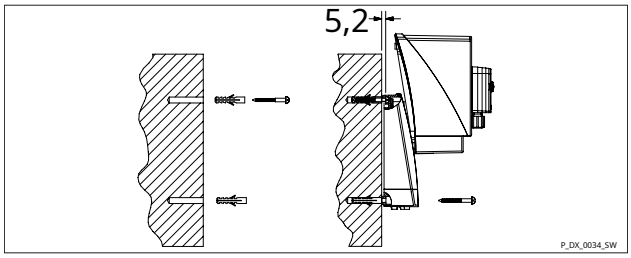

Fig. 6: Wall-mounted, parked position - dimensions in mm (not true to scale).
2. Drill the Ø 8 mm holes and position the raw-lplugs supplied - see *Fig. 6*.